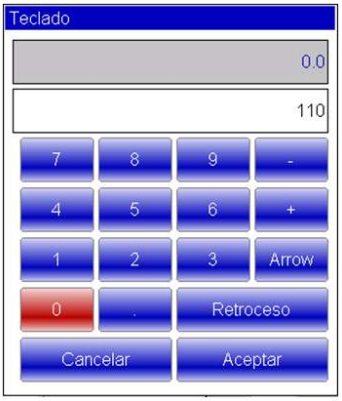

Figura 28 Teclado en pantalla para introducir los ángulos no predefinidos de la pieza
- Tocando una de las ocho flechas de dirección, empezando por en sentido horario, el siguiente segmento se dibujará con diferentes ángulos predefinidos, siendo estos 45º, 90º, 135º, 180º, -135º,-90º, -45º y 0º. Al presionar la tecla 123 es posible introducir ángulos diferentes a los predefinidos, tal como se muestra en la figura 28.